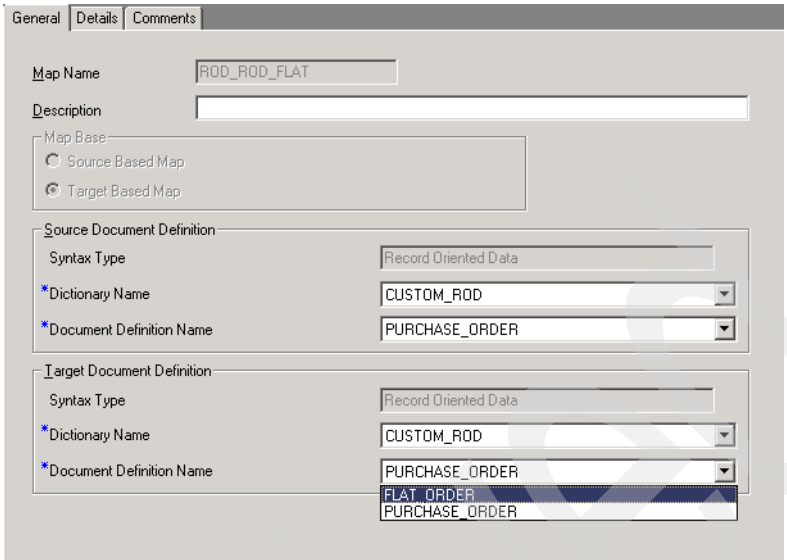

Figure 16-18 Enter detailed for copied map
6. Open the Data Transformation Map Editor by double-clicking **ROD_ROD_FLAT** from the list of data transformation maps. Select the **General** tab and change the Document Definition Name of the Target Document Definition to `FLAT_ORDER` (Figure 16-18 on page 553).